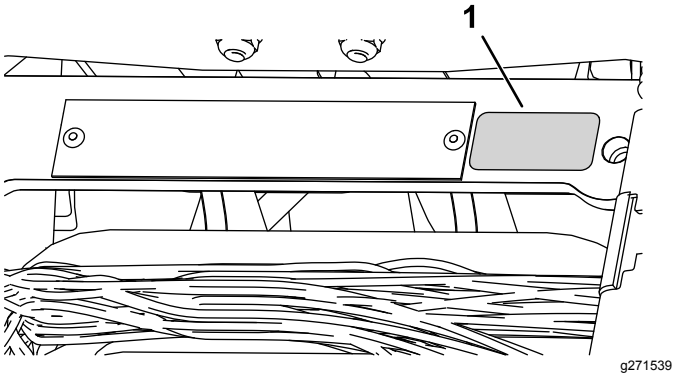

Rysunek 11
- W pobliżu tabliczki znamionowej zamocuj tabliczkę z rokiem produkcji (Rysunek 11).